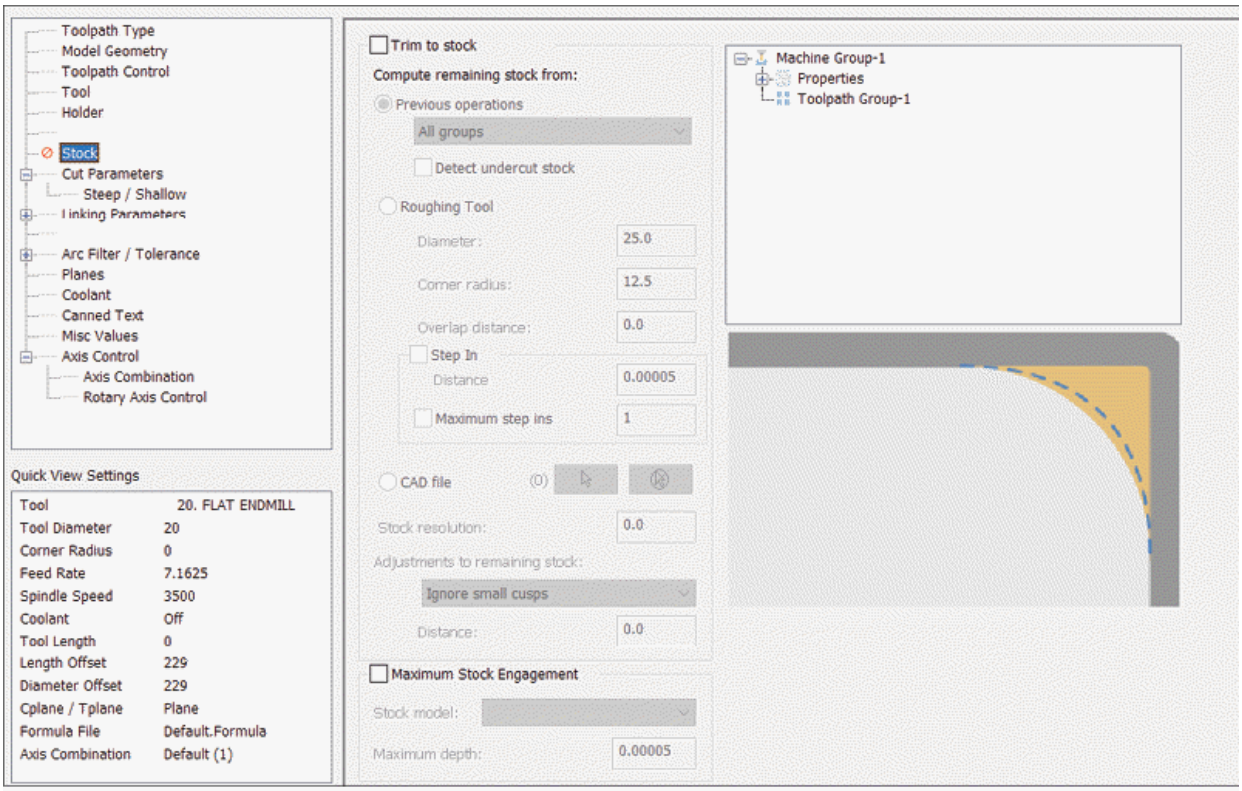

Figure-41. Stock page in 3D High Speed Toolpaths-Waterline dialog box
- To define how Mastercam should calculate the stock amount, click on the **Stock** option from the left area in the dialog box. The Stock page will be displayed as shown in Figure-41.